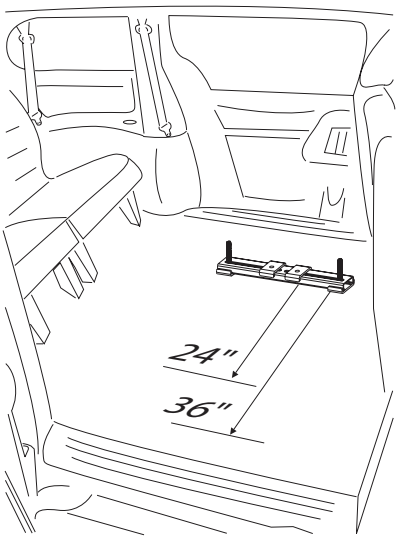

Figure 23-2
4. Installing the Rear Leg. The AL690's rear leg will be installed approximately 24" to 36" from the front leg. *[Figure 23-2]*